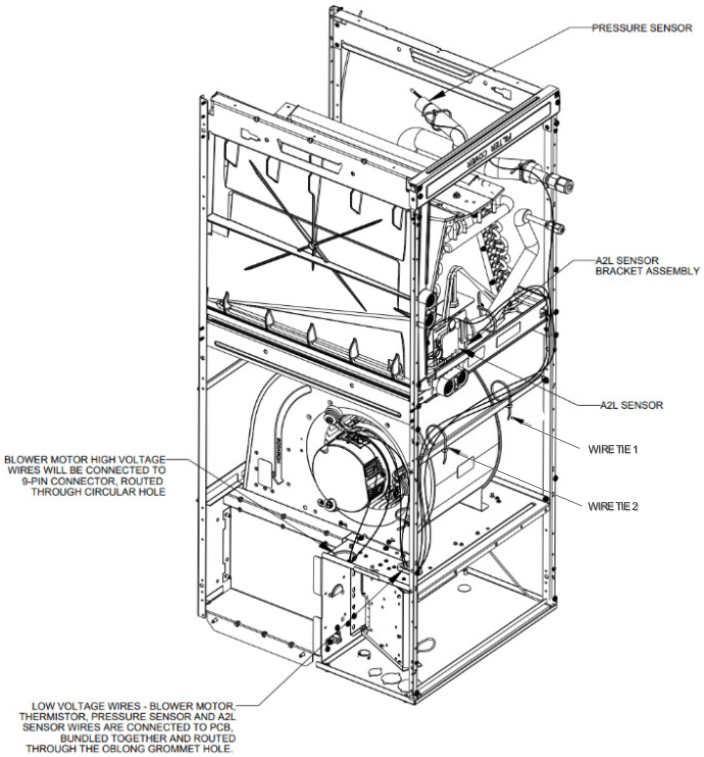
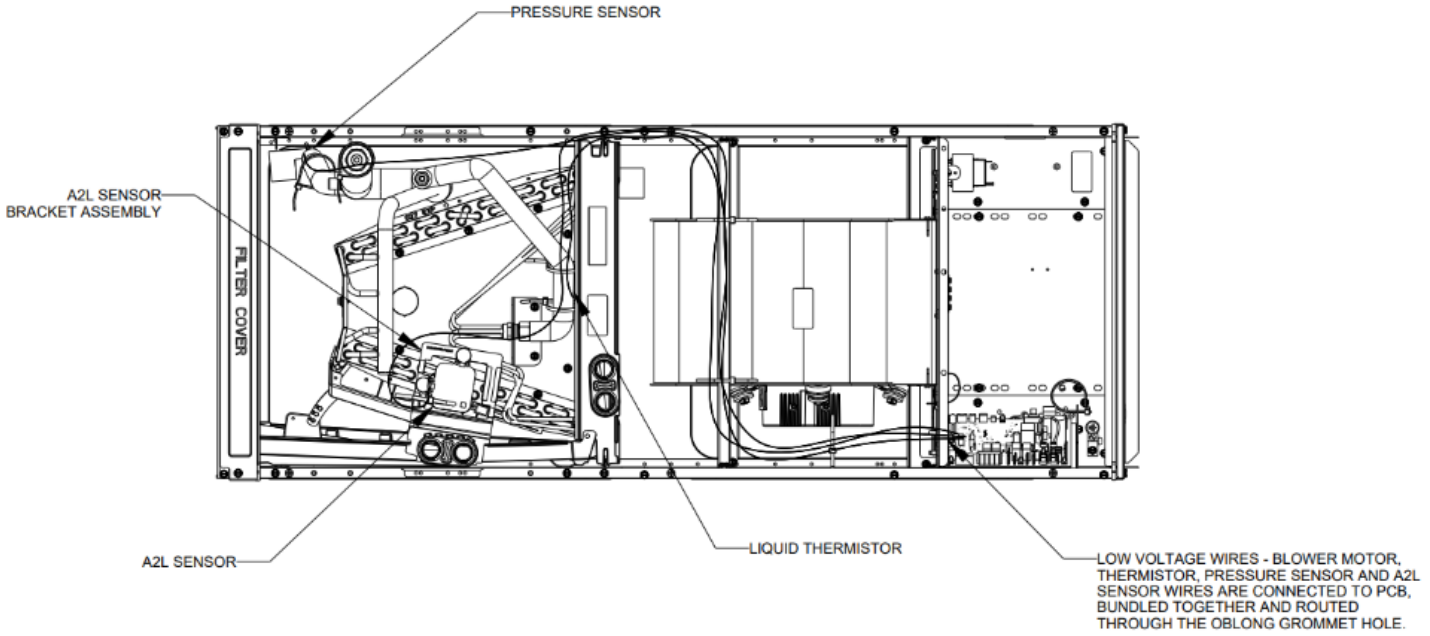

Figure 3
Figure 6
NOTE: For CMXV* only: If installing a filter, an external filter must be used when installing the unit in Horizontal Right (Figure 6), or if the side drain pan is not removed for downflow application. A filter will not fit on the internal filter rails in these applications.
1. Before flipping the CMXV air handler, remove blower access panel and coil access panel. The coil access panel and tubing panel may remain screwed together during this procedure. Remove and retain the seven (7) screws securing the coil access panel to the cabinet and the six (6) screws securing the blower access panel to the cabinet.
2. Before removing the coil, Cut Wire Tie 1, 2 shown in Figure 3 and disconnect sensor wires (Thermistor Wire Harness, A2L Sensor Wire Harness, and Pressure sensor Wire Harness) from wire harnesses connectors connected to PCB and secure. Unbundled the wires by cutting Wire Tie.
5. Reroute the wire harnesses shown in Figure 3 (Downflow) and Figure 6 (Horizontal Right), secure with wire tie 1 and 2 shown in Figure 3, connect sensor wires (Thermistor Wire Harness, A2L Sensor Wire Harness, and Pressure sensor Wire Harness) with wire harnesses connectors connected to PCB and secure bundled wires after the installation with a Wire Tie according to the requirement of the wire lengths.
4. Put A2L sensor bracket assembly to the side drain port correctly as shown in the figure 6. The “FRONT 0121A*****” print on sensor bracket should be in the front
6. Sensor wiring should be rerouted as shown in Figure 6.